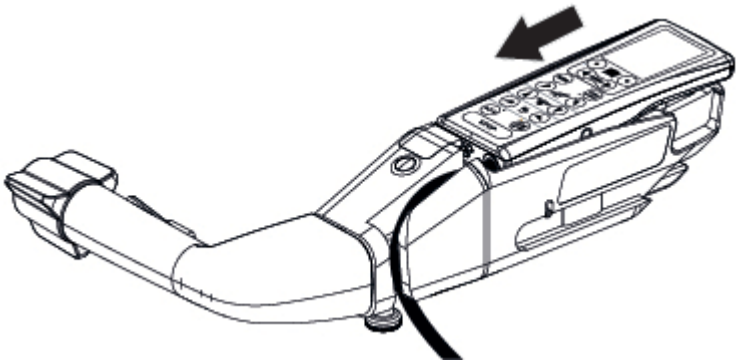

Figure 6-7. Installer la commande manuelle
2. Glisser la commande manuelle dans la poignée de transfert motorisée. Voir la *Figure 6-7*.